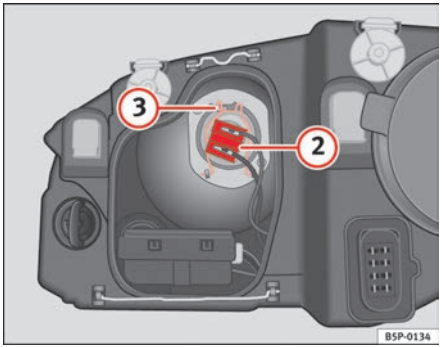

Fig. 182 Dipped head-lights
– Remove the connector ⇒ page 257, fig. 182 (2) from the bulb.
– Disengage the retainer spring ⇒ page 257, fig. 182 (3) pressing inwards to the right.